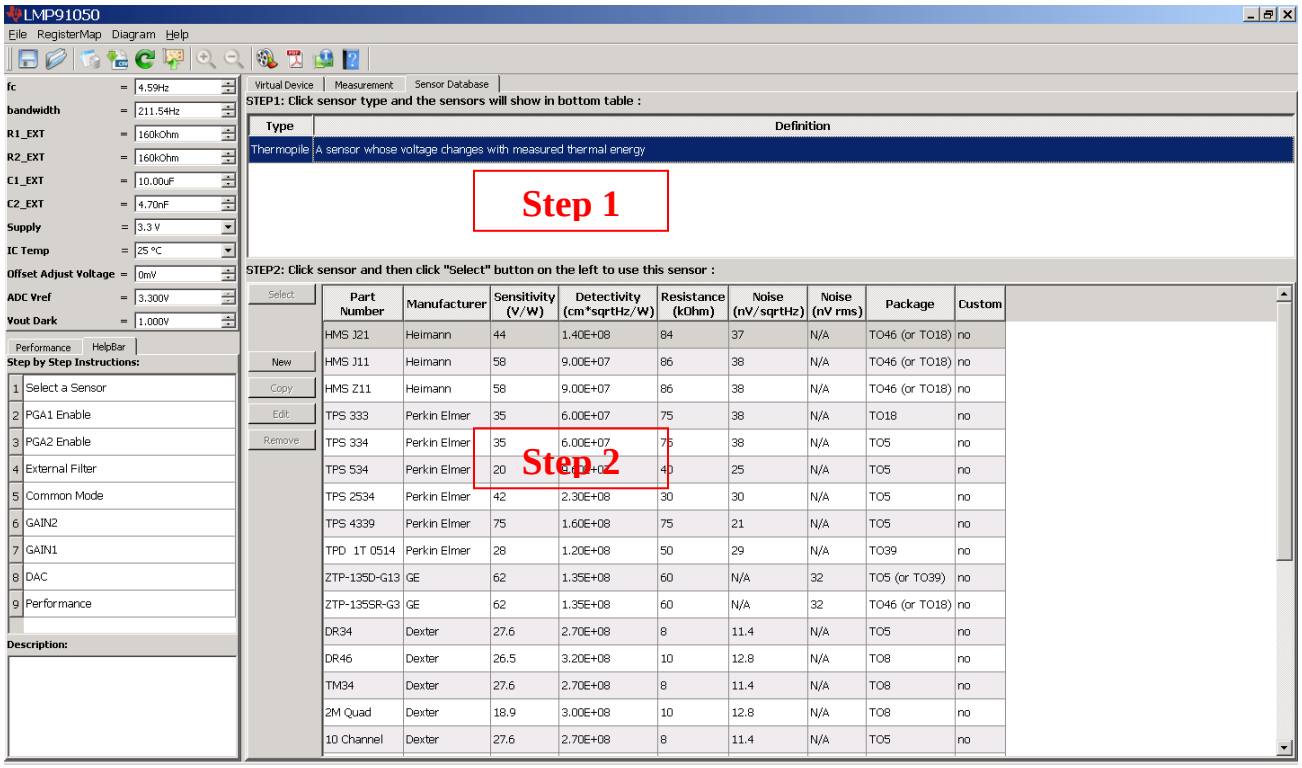

Figure 7 – Sensor Database Window
1. Step 1: Select a Sensor – Sensor Database window opens. See Figure 7. Step 1: Click sensor type (Thermopile) and the sensors will show in the bottom table. Step 2: Click sensor and then click **"Select"** button on the left to use this sensor.